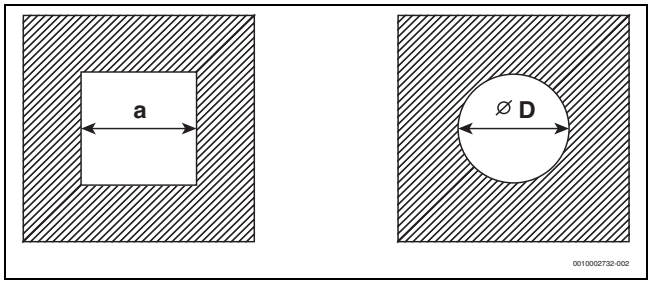

Bild 5 Rechteckiger und runder Querschnitt
- ▶ Prüfen, ob die zulässigen Schachtmaße für den vorgesehenen Einsatzfall gegeben sind. Wenn die Maße a_{min} oder D_{min} **unterschritten werden**, ist die Installation **nicht zulässig** (→Bild 5 und Tab. 7 und 8).